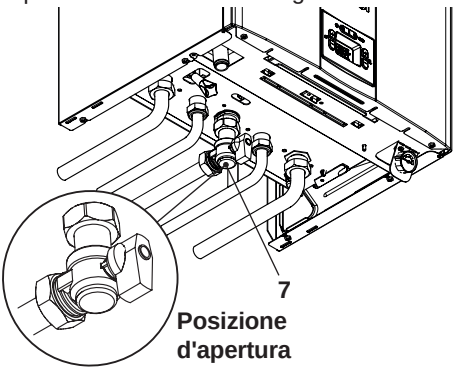

Figura 6.1
- Aprire il rubinetto del contatore gas e quello della caldaia 7 in Figura 6.1.